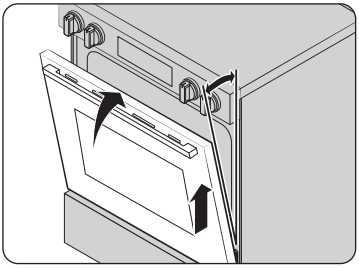

Fig. 2
5. Soulevez la porte vers le haut et vers l'extérieur jusqu'à ce que le bras de charnière soit dégagé de la fente (fig. 2).